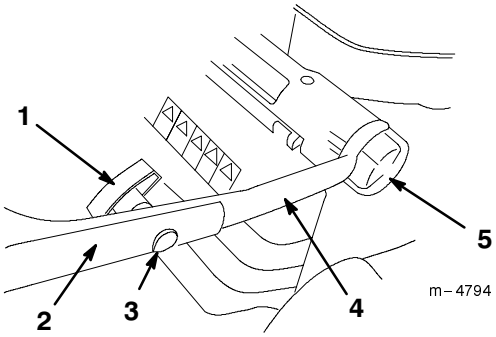

Figur 2
1. Løsn grebene til justering af håndtagets højde, og drej det nederste håndtag hen imod plæneklipperens bagende, indtil det falder på plads i en af håndtagets højdeindstillinger som vist i Figur 2. Se *Justering af håndtagets højde* på side 9 for at indstille håndtagets højde.
3. Monter den øverste del af håndtaget på den nederste del af håndtaget med de ovale hovedbolte og håndtagsknapperne som vist i Figur 2. **Stram håndtagsknapperne forsvarligt.**